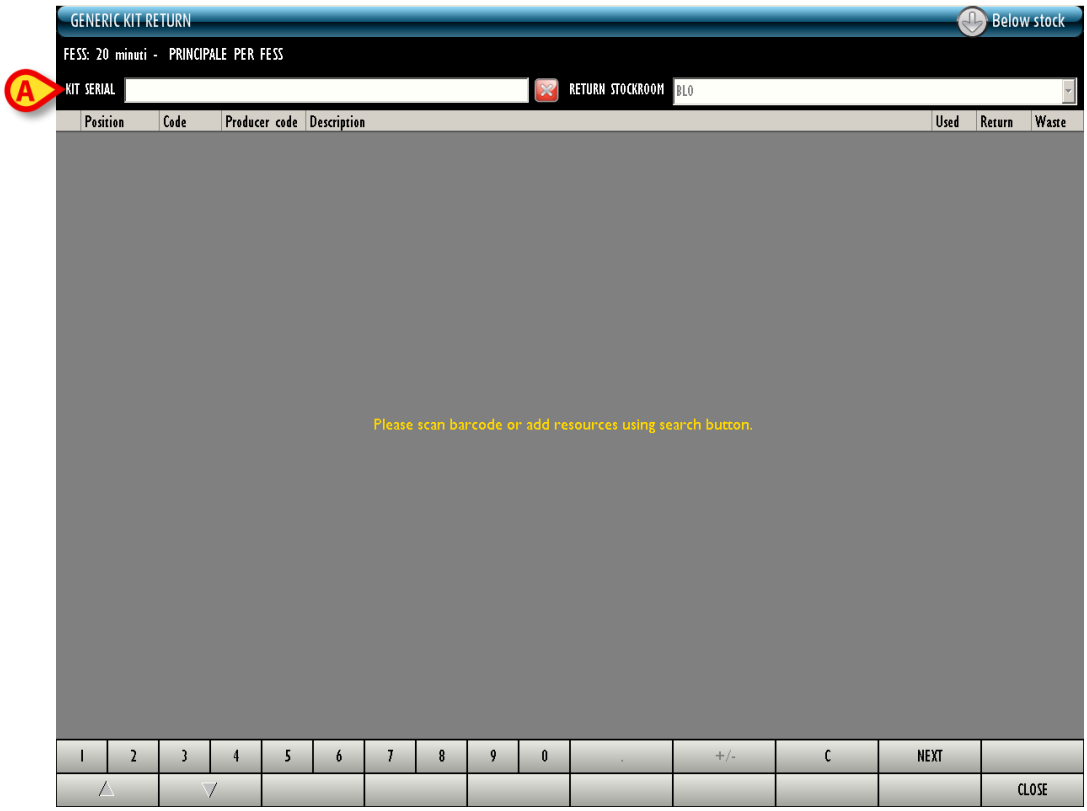

Fig 244 - Generic kit return
The following screen opens (Fig 244).
- Either insert the kit serial number in the field indicated in Fig 244 **A**, or scan the kit's barcode.